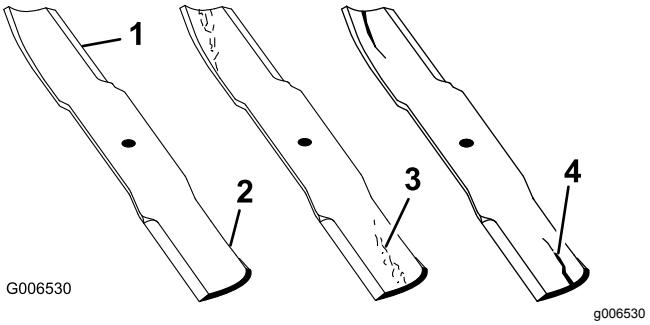

Figur 101
1. Undersøk kniveggene (Figur 101).
4. Hvis du finner sprekker, slitasje eller ser at det begynner å dannes spor i denne delen av kniven, må den skiftes ut øyeblikkelig (Figur 101).